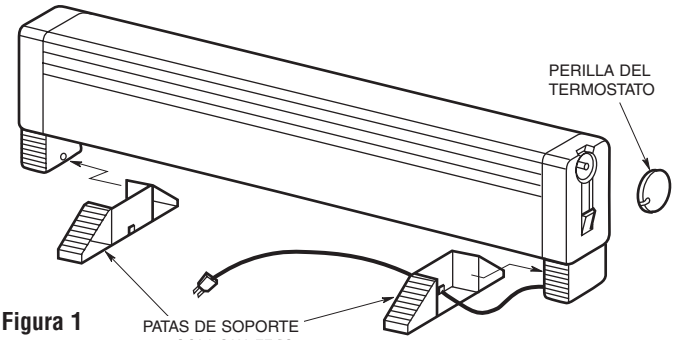

Figura 1
2. Extraiga del embalaje que está en la parte inferior del calefactor una pata de soporte plástica y la perilla del termostato. La pata de soporte derecha viene unida al cordón de alimentación eléctrica, y sólo se la debe encajar en su lugar como se muestra en la Figura 1.
3. Coloque la pata de soporte izquierda en el calefactor, y encájela en su posición como se muestra en la Figura 1.
4. Coloque la perilla del termostato en el eje del mismo, como se muestra en la Figura 1.
4. No haga funcionar el calefactor sin tener instaladas sus patas de soporte, como se muestra en la Figura 1.